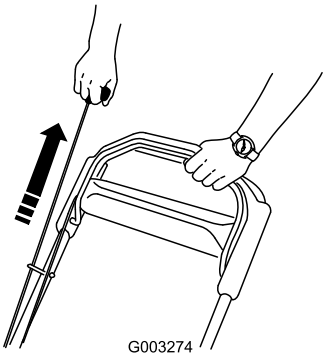

Figura 14
2. Tire del arrancador de retroceso (Figura 14).